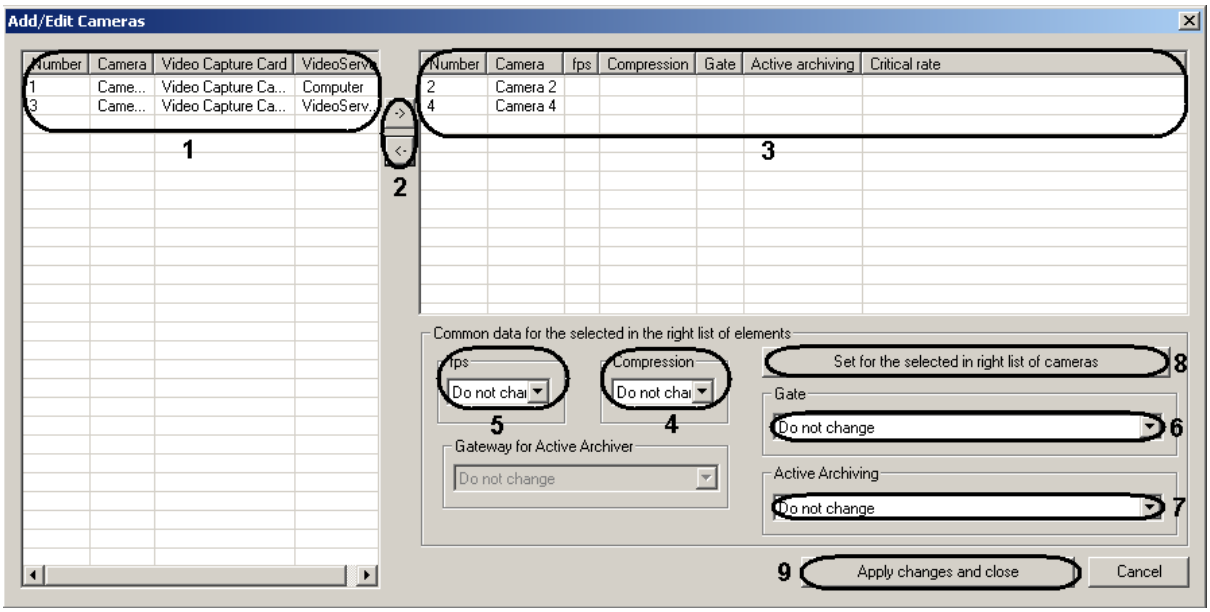

Figure 8.13-6. Add/edit cameras dialog window
2. In result a dialog window Add/edit cameras will open (Figure 8.13-6).
3. Select the required objects in the left list of Add/edit cameras window (Figure 8.13-6, 1).
4. Remove the selected cameras to the right list, clicking the « » button (Figure 8.13-6, 2).
Button «<-» is used for back action, for removing the selected cameras from the right list to the left (Figure 8.13-6, 2).
5. In result the selected video cameras will be displayed in the right list of Add/edit cameras window (Figure 8.13-6, 3).
6. When necessary select in the right list the names of the required cameras for complex editing of parameters (Figure 8.13-6, 3).
7. In case, when compression level of video signal has to be changed for transmitting through the Videogate, select from the Compression dropdown list the required compression level (Figure 8.13-6, 4).Compression level rises from «0» (no compression) till «5» (maximum compression).
Settings «Compression», «fps», «Gate», «Active archive» belong to the group «Set for the selected in right list of cameras »(Figure 8.13-6, 6).
8. In case, when video signal has to be thinned out for transmitting through Videogate select from the «fps» dropdown list the required frame rate of video signals (Figure 8.13-6, 5).
9. In case, if video signal form the selected cameras is to be received from the other "Videogate" object, then select the name of this objet from the "Gate" dropdown list (Figure 8.13-6, 6).
10. In case when video signal has to be transmitted from the selected cameras from the Active archive object, select from the Active archive dropdown list the name of this object (Figure 8.13-6, 7).
11. To save the set parameters click Set for the selected in right list of cameras button (Figure 8.13-6, 8).
12. In result the set parameters will be displayed in the right list of Add/edit cameras window (Figure 8.13-6, 3).
14. To save all the changes and close Add/edit cameras window click Apply changes and close button (Figure 8.13-6, 9).